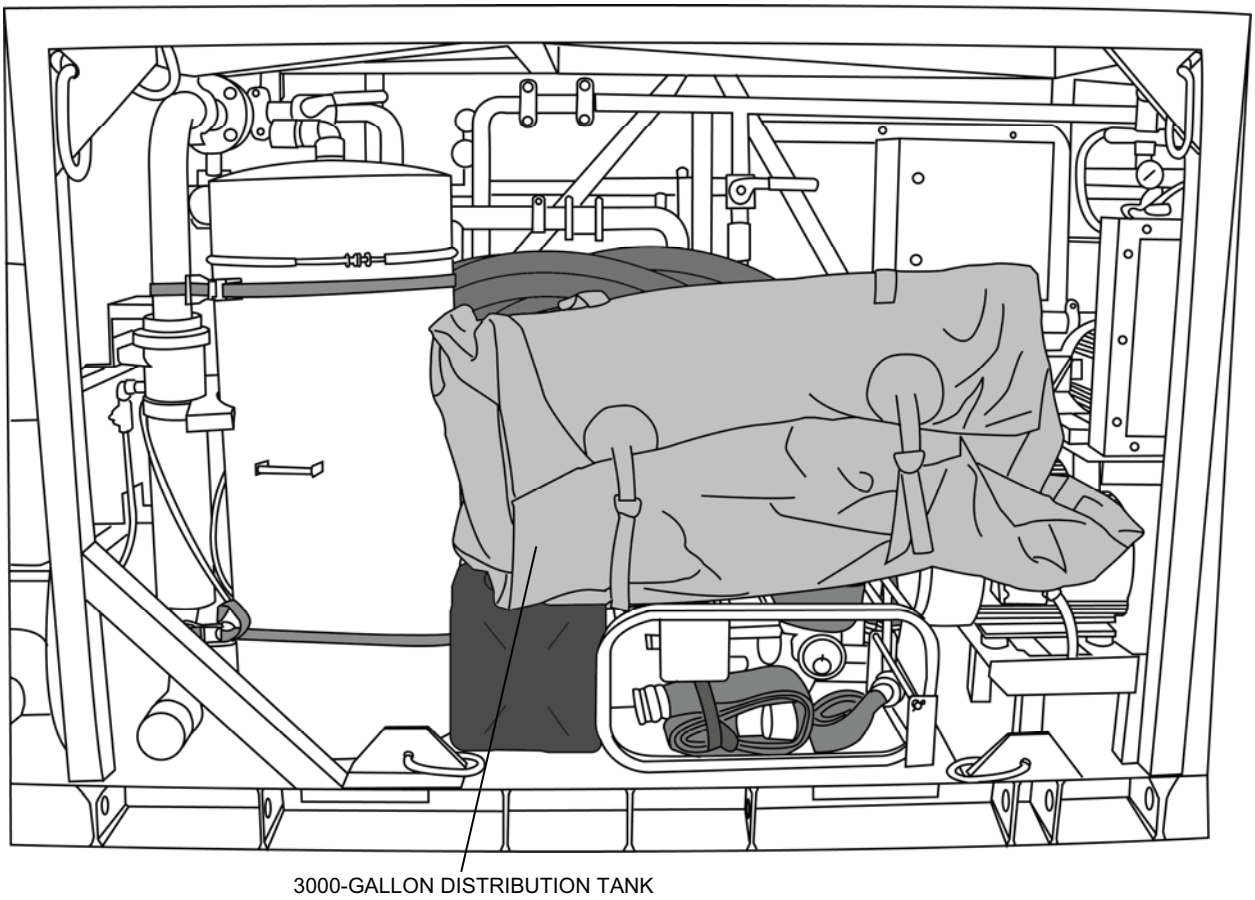

Figure 17. Equipment Area Packout 4.
10. Place the remaining 3000-gallon distribution tank on top of the MF pump skid (Figure 17).